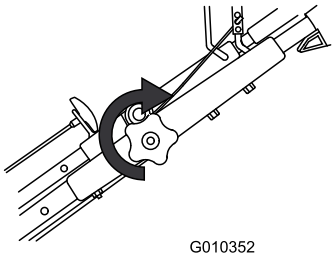

Figur 20
3. Stram den øverste håndtagsknap så meget som muligt (Figur 20).